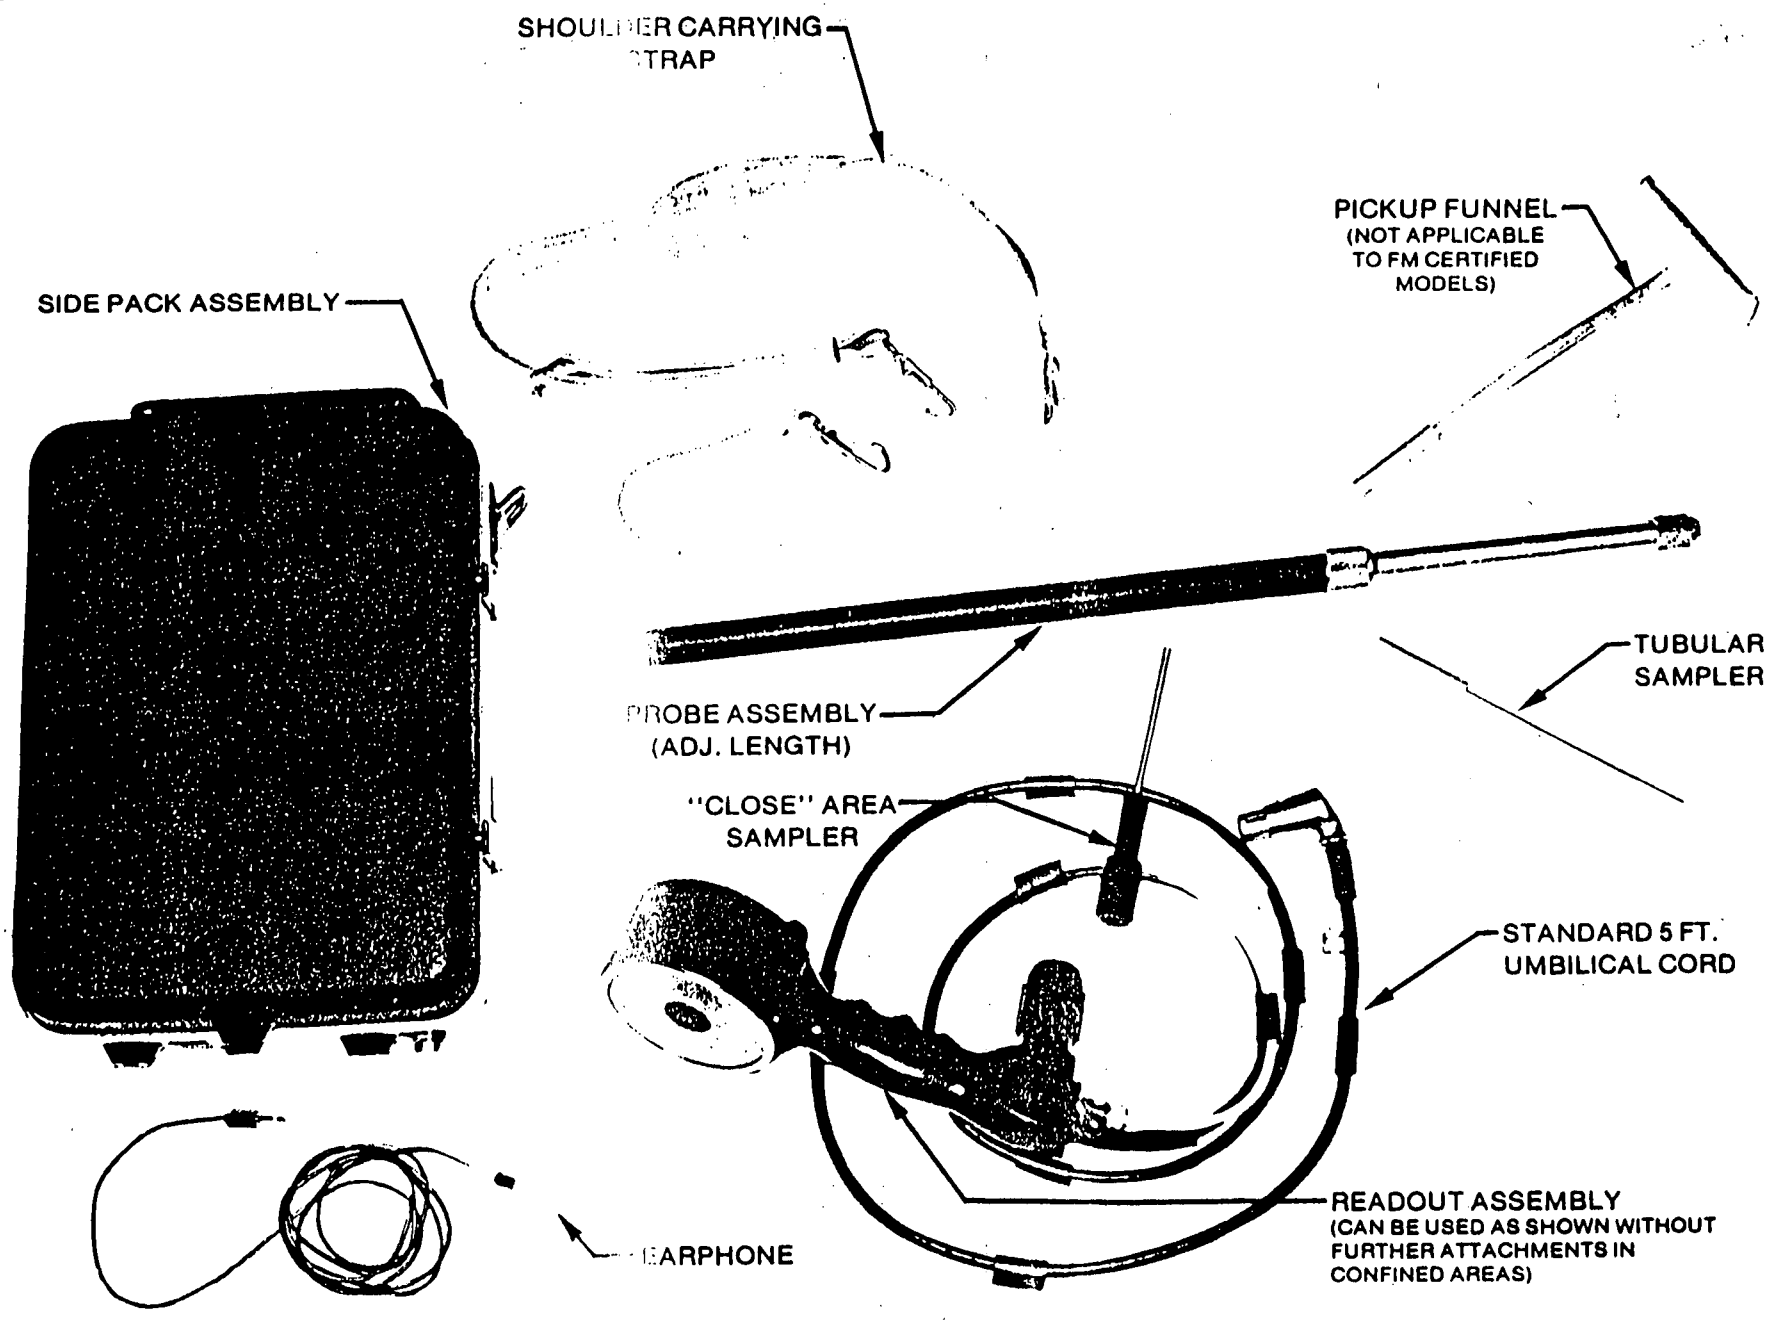

FIGURE 1-2
During use, the Side Pack Assembly can be carried by the operator on either his left or right side or as a back pack. The Side Pack Assembly is housed in a high impact plastic case and weighs less than 10 pounds. The Probe/Readout Assembly can be detached from the Side Pack Assembly and broken down for transport and storage. See Figure 1-2 for the breakdown capability of the instrument.
Maximum flexibility and operability features are included in the instrument design. As shown in Figure 1-2, a variety of pickup fixtures can be used. They can be installed by simply turning a knurled locking nut. Small diameter tubing can be used for remote sampling and electrically insulated flexible extensions can be used for difficult places to reach.
Size: **Standard Unit:** 8-5/8 x 11-5/8 x 4-1/4 **FM Unit:** 8-5/8 x 11-5/8 x 4-1/2 **Probe/Readout Assembly:** Variable (see Figure 1-2)
2.3.1.1 INITIAL ASSEMBLY (Reference Figure 1-2)